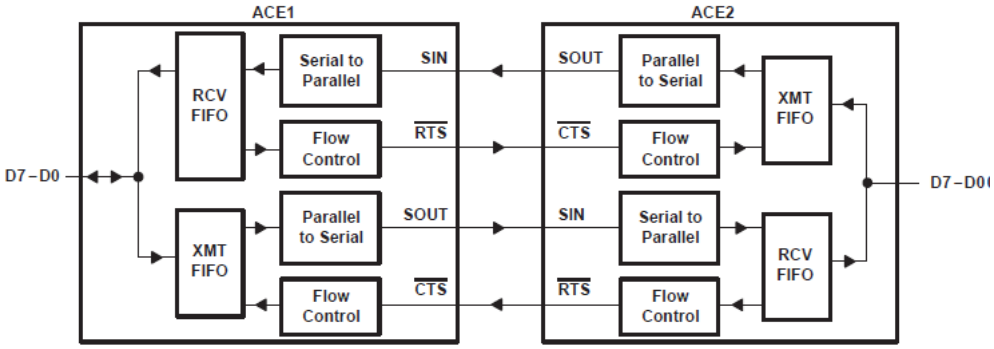

Figure 7-1. Autoflow Control (Auto-$\overline{RTS}$ and Auto-$\overline{CTS}$) Example
7.1 Autoflow Control (see Figure 7-1)
7.2 Auto-$\overline{RTS}$ (see Figure 7-1)
7.3 Auto-$\overline{CTS}$ (see Figure 7-1)